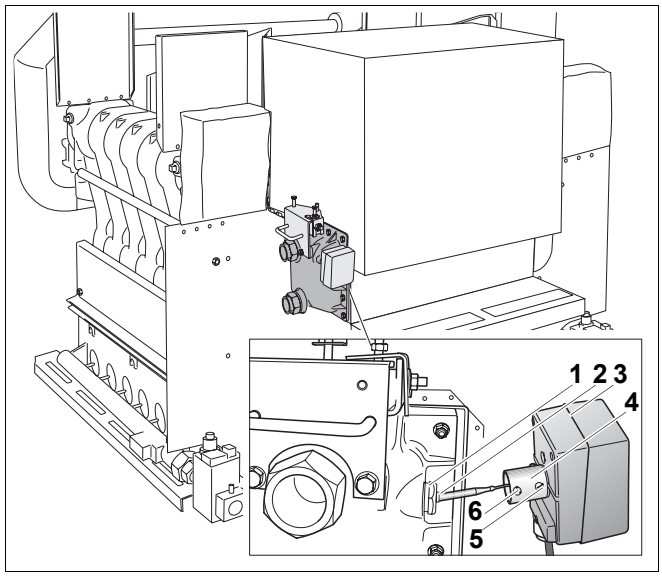

Rys. 57 Montaż czujnika temperatury bezpieczeństwa
- Nałożyć adapter (rys. 57, **poz. 4**) na czujnik temperatury bezpieczeństwa (rys. 57, **poz. 3**) i przykręcić dwoma śrubami zabezpieczającymi (rys. 57, **poz. 5**) do adaptera.
- Włożyć czujnik kapilarny (rys. 57, **poz. 2**) czujnika temperatury bezpieczeństwa (rys. 57, **poz. 3**) do tulei zanurzeniowej (rys. 57, **poz. 1**) i przykręcić śrubą zabezpieczającą (rys. 57, **poz. 6**) do adaptera.